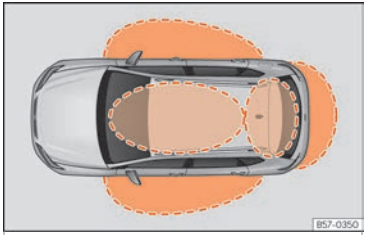
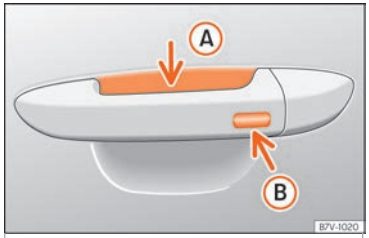

Fig. 77 Keyless Access : zones de proximité.
Fig. 78 Poignée de porte : surfaces sensibles.
››› fig. 78
Keyless Access est un système de fermeture et de démarrage sans clé qui permet de déverrouiller ou de verrouiller le véhicule sans utiliser activement sa clé. Pour ce faire, il suffit d'approcher l'une des clés du véhicule d'une zone de détection correspondant à la tentative d'accès au véhicule ››› fig. 77 puis de toucher l'une des surfaces sensibles des poignées de porte ››› fig. 78 ou d'actionner le *softtouch* ou la poignée du hayon arrière ››› page 115 ››› ❗.
Si une clé valide se trouve dans une zone de proximité ››› fig. 77, le système de fermeture et de démarrage sans clé Keyless Access accordera à cette clé les droits d'accès dès que vous toucherez l'une des surfaces sensibles des poignées de porte avant ou que vous actionnerez le *softtouch* ou la poignée située dans le hayon arrière.
- Saisissez la poignée de l'une des portes avant. Lorsque vous touchez la surface sensible ››› fig. 78 Ⓐ (flèche) de la poignée de porte, le véhicule se déverrouille.
- Appuyez *une fois* sur la surface sensible de verrouillage ››› fig. 78 Ⓑ (flèche) de la poignée de porte de l'une des portes avant. La porte correspondante devra être fermée.
- Appuyez *une fois* sur la surface sensible ››› fig. 78 Ⓑ (flèche) de la poignée de porte de l'une des portes avant. Le véhicule se verrouille avec le dispositif de sécurité Safe « Safe » ››› page 109. La porte correspondante devra être fermée.
- Appuyez *deux fois* sur la surface sensible ››› fig. 78 Ⓑ (flèche) de la poignée de l'une des portes avant pour verrouiller le véhicule non équipé du système de sécurité « Safe » ››› page 109.
Lorsque le véhicule est verrouillé, le hayon arrière se déverrouille lorsqu'il est ouvert si une clé valide du véhicule se trouve dans la zone de proximité ››› fig. 77.
- Appuyez sur le bouton de verrouillage 🔒 de la radiocommande puis, dans les 5 secondes, touchez une fois la surface sensible de verrouillage de la poignée de la portière du conducteur ››› fig. 78 Ⓑ. Ne saisissez pas la poignée de la portière sinon le véhicule ne se verrouillera pas. Il est également possible de procéder à la désactivation si le véhicule est verrouillé via la serrure de la porte du conducteur.
Pour **fermer à l'aide de la fonction confort** toutes les vitres électriques et le toit ouvrant, maintenez appuyé quelques secondes un doigt sur la surface sensible de verrouillage ››› fig. 78 Ⓑ (flèche) de la poignée de porte jusqu'à ce que les vitres et le toit se ferment.
Les surfaces sensibles des poignées de porte risquent d'être activées si elles reçoivent un jet d'eau ou de vapeur à haute pression si l'une de clés valides du véhicule se trouve dans la zone de proximité. Si au moins une glace à commande électrique est ouverte et que la surface sensible ››› fig. 78 Ⓑ (flèche) d'une des poignées est activée de manière permanente, toutes les glaces seront fermées.